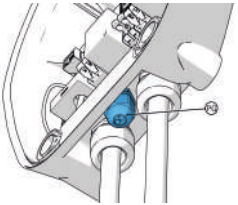

Fig. 3a
- **For Dazebox C**, shown in Figures 3a and 4a, the shielded network cable must pass through a hole in the cable gland (PG) by breaking the blind bottom using a screwdriver. This cable gland has two Ø5 mm blind holes, one designated for the Power Manager and the other for the bipolar cable of the release coil (refer to the Dazebox C Installation Manual).